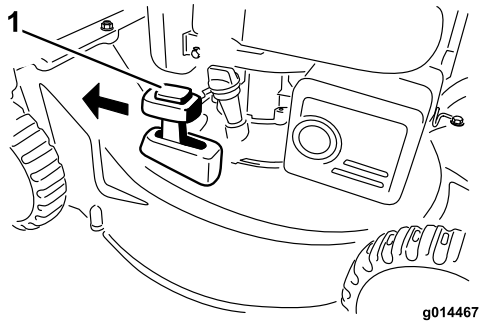

Figura 16
2. Premete il pulsante sulla parte superiore della leva di riciclaggio/raccolta e spostate la leva nella posizione di **riciclaggio** (Figura 16).
2. Per raccogliere lo sfalcio, montate il cesto di raccolta (vedere Montaggio del cesto di raccolta). Premete il pulsante sulla parte superiore della leva di riciclaggio/raccolta e spostate la leva nella posizione di **raccolta** (Figura 16).
Nota: La leva di riciclaggio/raccolta deve essere in posizione di **raccolta** (Figura 16).